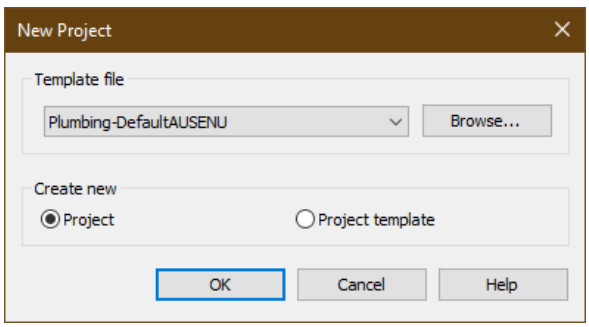

Figure 2-27 *The* ***New Project*** *dialog box*
b. Use **Systems-Default** (Imperial) or **Systems-Default_Metric** (Metric) as the template file for the project, refer to Figure 2-27.
1. Choose **New > Project** from the **File** menu; the **New Project** dialog box is displayed, as shown in Figure 2-27.